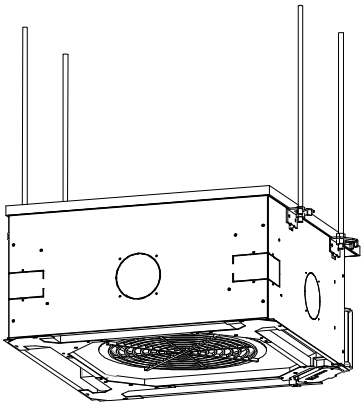
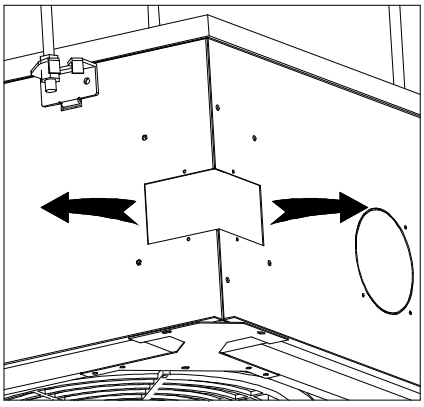

Figure B.10.2
Figure B.10.3
3. Open the mounting plate (Figure B.10.2 and Figure B.10.3)